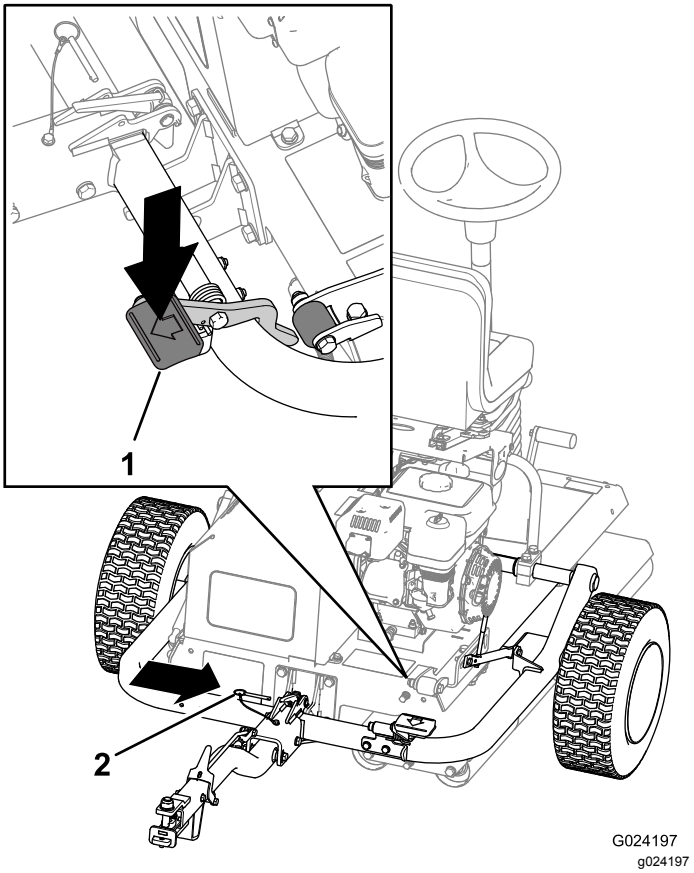

Rysunek 26
C. Nadepnąć na pedał tak, aby hak zablokował się w odpowiednim miejscu (Rysunek 26).
D. Wsunąć kołek zabezpieczający (Rysunek 26).